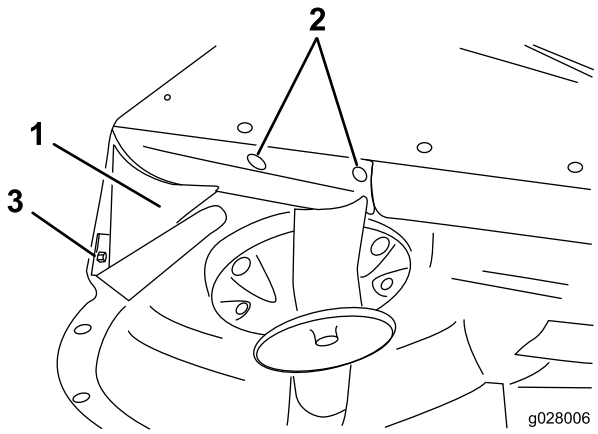

Figura 9
7. Alinhe o defletor traseiro com o canto da abertura de descarga (Figura 9).
11. Usando o defletor traseiro como modelo, marque e fure dois orifícios (diâmetro aprox. 7 mm) através do centro da extremidade curva da plataforma (Figura 9).